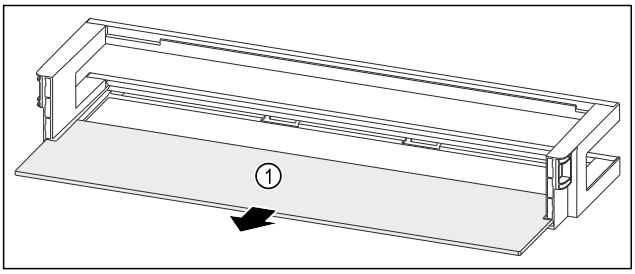

Fig. 136 Raft montat pe ușă cu raft
▶ Extrageți raftul *Fig. 136 (1)*.